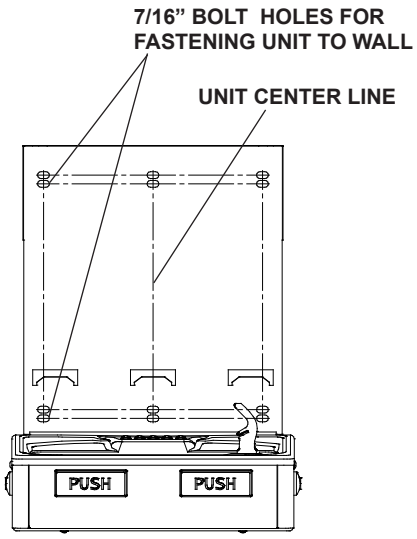

Fig. 8
2) **Remove wall mounting plate from Bottle Filler.** Place wall plate against wall on top of basin. Center the wall plate side to side with the basin. Mark the six (6) mounting holes with a pencil (See Fig. 8).
4) **Install wall mounting plate to wall** using six (6) 7/16” obround mounting holes (mounting bolts not included) (See Fig. 8). Use appropriate fasteners for your wall type.